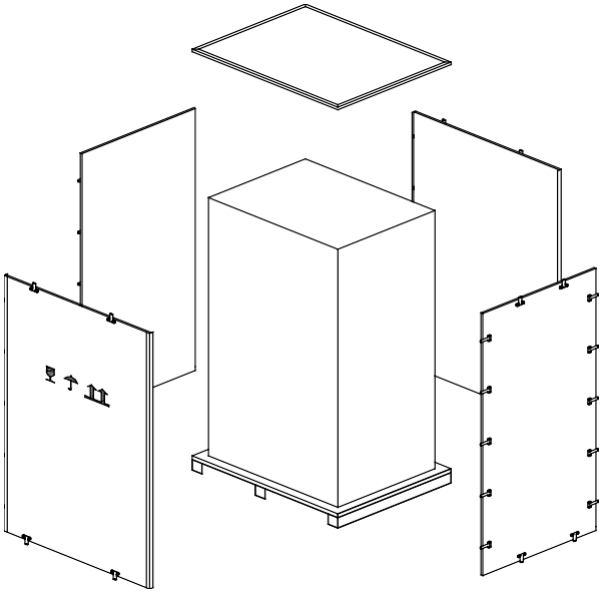

Рисунок 2-4 Распаковка ящика
3) Откройте верхнюю крышку деревянного ящика со стальным обрамлением отверткой, а затем боковые стенки (см. рисунок 2-4).